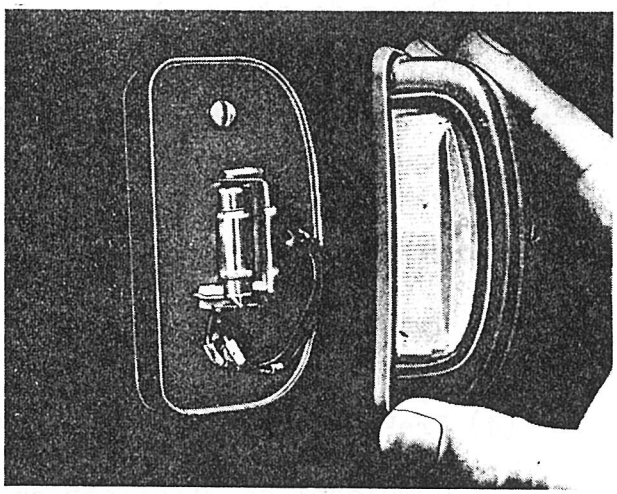
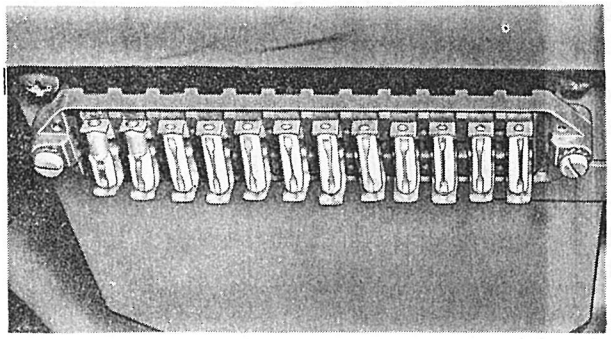

Afb. 3.7.8. Kentekenverlichting
Afb. 3.7.10. Zekeringen
g. Vervangen van de gloeilamp in de kentekenverlichting (afb. 3.7.8.).
(1) Draai de bevestigingsschroef van de kap los en verwijder de kap.
(2) Verwissel de lamp en breng de kap aan.
3.7.3. Zekeringen (afb. 3.7.10.).